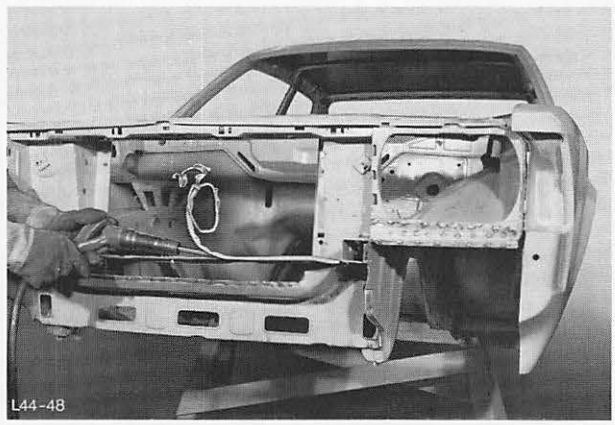

Abb. 43 Blechreste von Punktflansche entfernen
8. Blechreste von Punktflansche entfernen, Abb. 43.